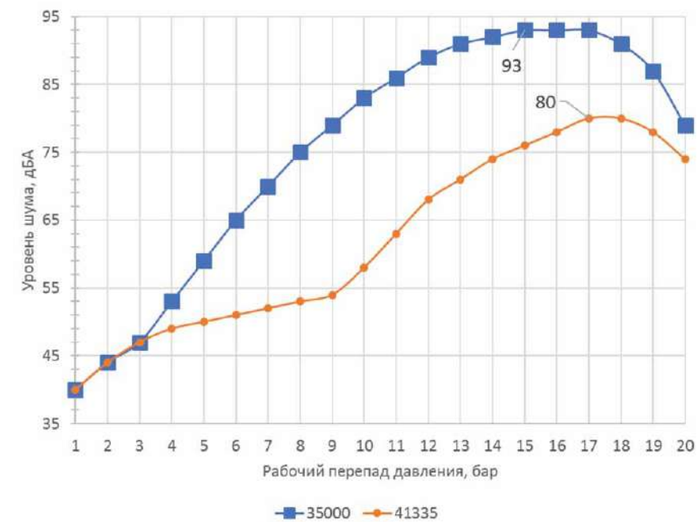

Рис. 4. Снижение гидродинамического шума при использовании радиального антикавитационного затвора на клеточном клапане серии 41335 DN50
На рис. 4 показана эффективность использования такого подъемного клапана в сравнении с сегментным клапаном аналогичного условного диаметра и пропускной способности при различных перепадах давления.
- Решение о применении радиального антикавитационного затвора, снижающего шум на 15–30 дБА следует принимать не только исходя из расчетного уровня шума, но и учитывая такие факторы как: рабочий перепад давления, скорость рабочей среды, близость значений давления насыщенного пара и выходного давления клапана. При определенном сочетании обстоятельств, оптимальным выбором станет радиальный затвор не с одной, как на рис. 4, а с двумя ступенями снижения давления.